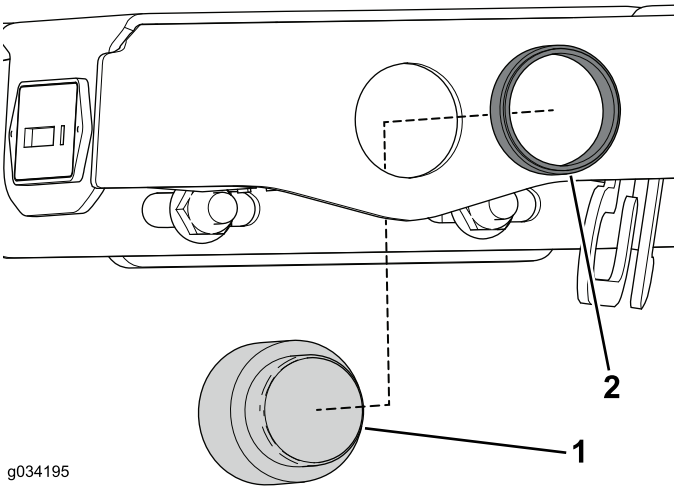

Figur 27
2. Bruk låseringen til å feste lydalarmen til konsollenheten (Figur 27).